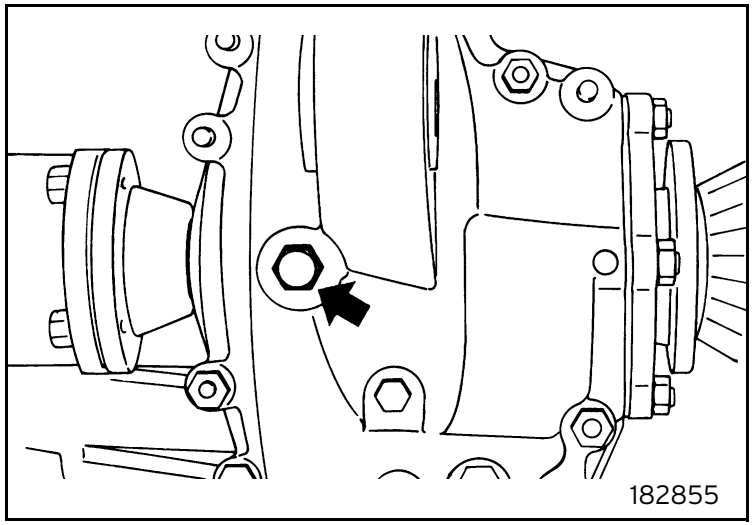

Fig. 55
- Remove the cap provided for this purpose (figure 55).